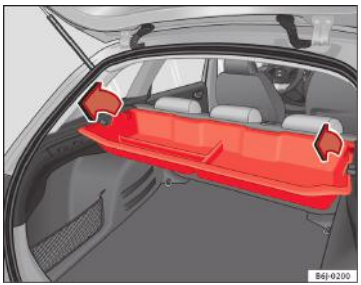

Fig. 97 Demontarea compartimentului de depozitare
– Scoateţi copertina portbagajului şi trageţi în sus compartimentul de depozitare, ţinând de marginile acestuia ⇒ fig. 97.